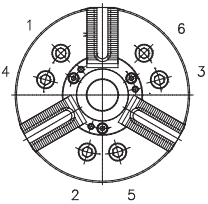

Rys. 15
4. Zamocować uchwyt do wrzeciona (zabieraka). Po sprawdzeniu dokładności powierzchni bazowych zabieraka osadzonego na przedniej końcówce wrzeciona osadzić uchwyt na zabieraku i zamocować go przy użyciu śrub mocujących. Śruby te należy dokręcać w kolejności 1, 2, 3, 4, 5 i 6 jak zostało pokazane na Rys. 15. (nierównomierne przykręcanie spowoduje powstanie bicia) Wartości momentu dokręcającego dla śrub mocujących są podane w Tab. 6.